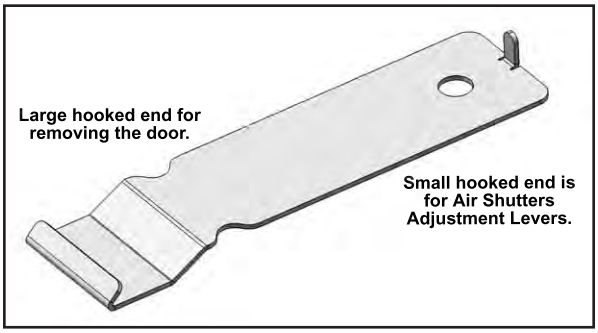
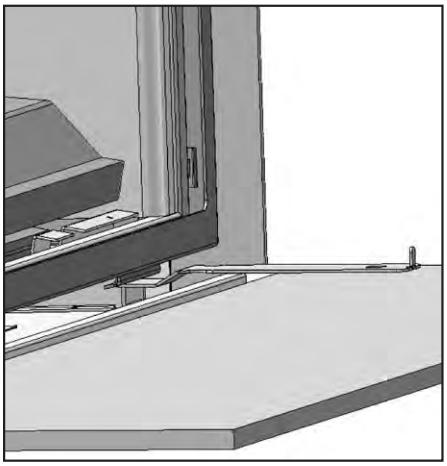

Figure 44: Door Latch /Air Adjustment Tool.
Figure 46: Door Latch Tool in Place.
1) The fireplace door is hung on two (2) hooks on the top of the firebox. The two (2) door latches at the bottom of the firebox hook over the tabs on the bottom of the door frame.
2) Lower the door latch tool underneath the door frame. Catch the lower door latch with the door latch tool (see Figure 44) and pull it out slightly, then down. Once the lower door latch clears the tab on the bottom of the door frame, release it inwards and then remove the door latch tool. Refer to Figures 46 & 47.